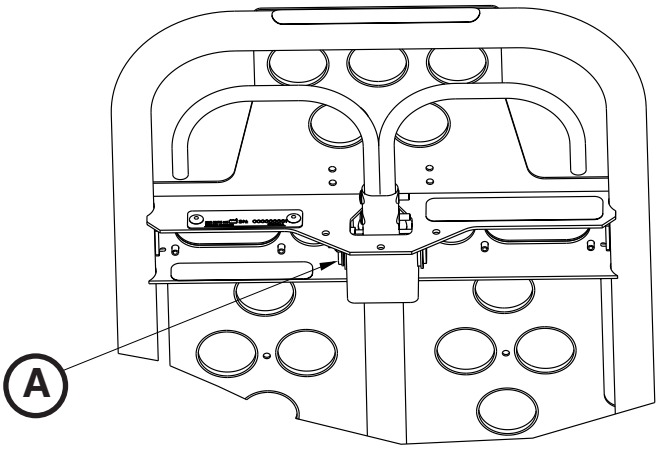

Figura 74
2. Con una llave hexagonal de 3/32", afloje el tornillo de fijación (A) que sujeta el eje del gas en el yugo (Figura 74).